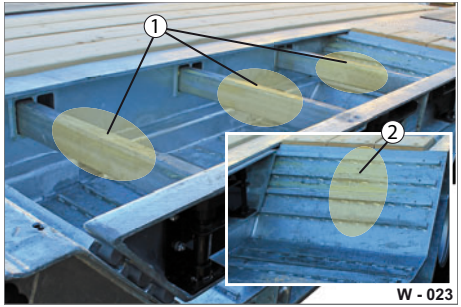

Abb. 22 Gleitstellen schmieren
- ▶ Fetten Sie alle Lagerstellen (Abb. 22/1,2) beidseitig mit Maschinenfett ein.